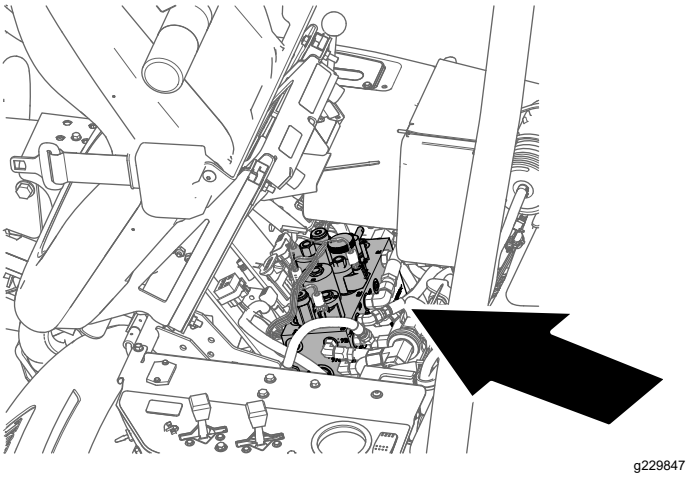

Figure 54
2. Soulevez le siège et bloquez-le en position avec la béquille (Figure 54).